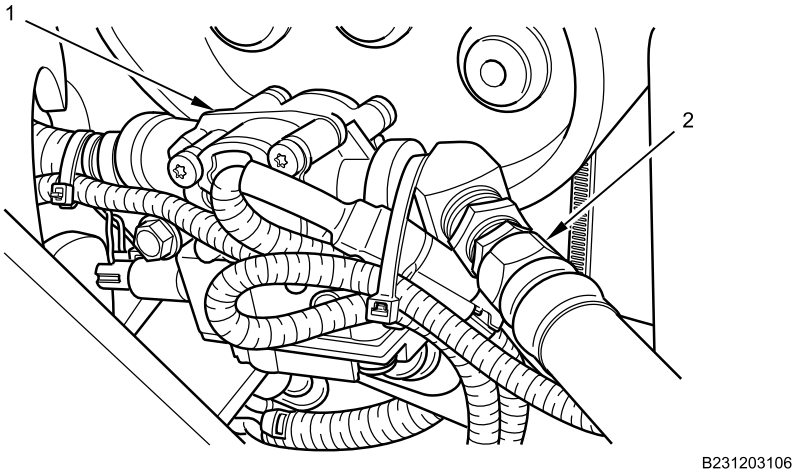

Figure 9. Right Air Brake Chamber Disconnected.
10. Disconnect air hose (Figure 9, Item 2) from modulator valve (Figure 9, Item 1).